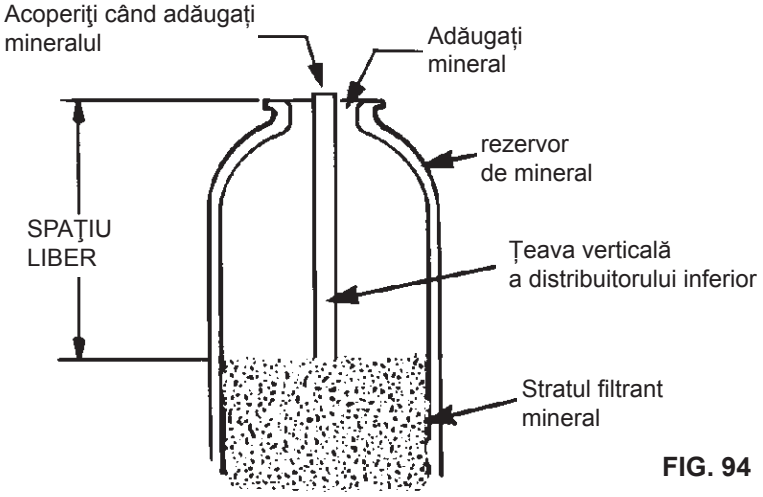

FIG. 94
8. Măsurați distanța până la nivelul superior al stratului mineral folosind măsură de lemn sau oţel (fig. 94). Dacă spațiul liber este mai mic decât spațiul sugerat, specificat în tabelul de mai jos, adăugați mai mult material de neutralizare.